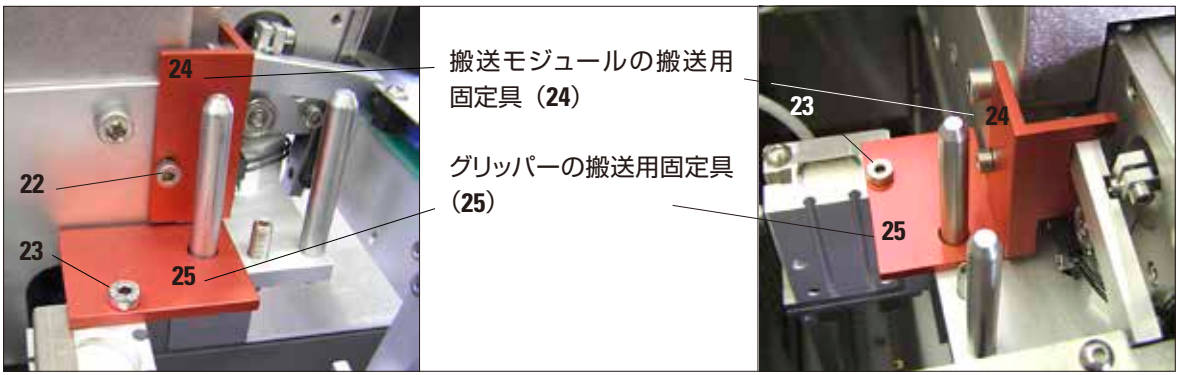

図 8
- 同梱の六角レンチ（サイズ 3）で、2 枚の赤い搬送用固定具（**24**）および（**25**）のネジ（**22**）および（**23**）を外します（図 8 を参照）。